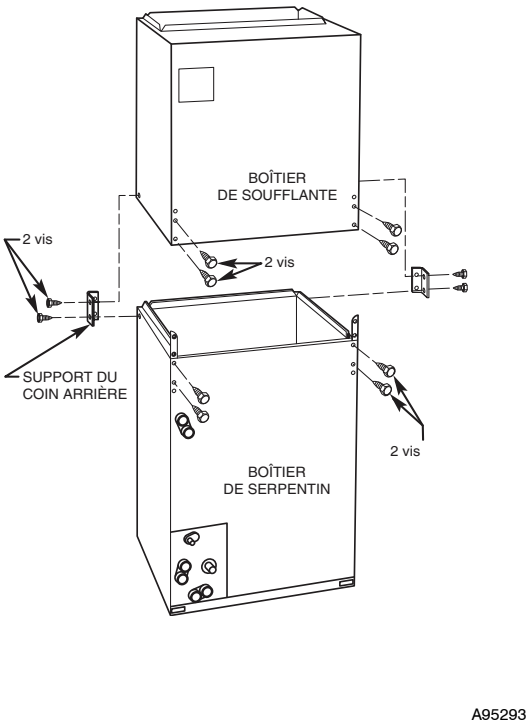

Fig. 5 - Ensemble appareil modulaire
1. Retirez le panneau d'accès et le panneau de montage de la soufflante et du serpentin. (Consultez la figure 5.)
4. Posez le ventilo-convecteur sur son côté droit et réinstallez le serpentin en orientant le bac de récupération de condensat vers le bas. (Consultez la figure 5.)